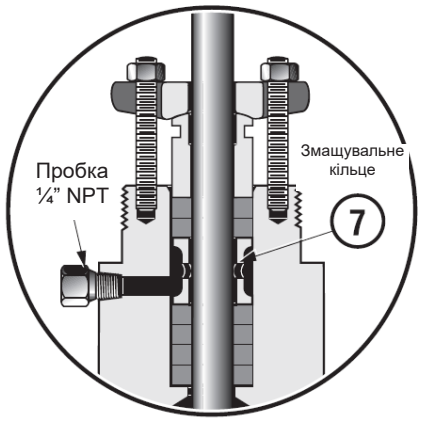

Рисунок 2: Підключення мастильника (додатково)
Примітка: У разі використання клапанів, обладнаних додатковим з'єднанням для змащування, правильна кількість кілець для розміщення під змащувальним кільцем (17) вказана на рис. 2.
E. Установіть сальникову втулку (12) та притискну планку сальника (13).
F. Установіть і затягніть гайки шпильок сальника (15).
L. Якщо передбачено приєднання для контролю витоків, під'єднайте його до бічного різьбового отвору NPT у кришці. Якщо ні — переконайтеся, що пробка 1/4" NPT залишається встановленою (рисунок 2).